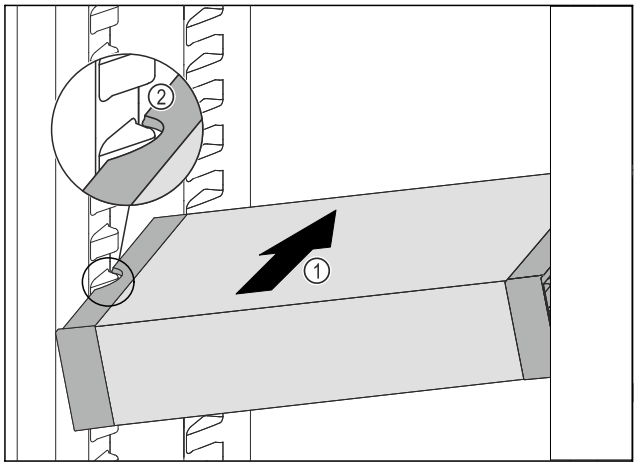

Fig. 169
▶ 将 VarioSafe 斜插入冷藏区中 *Fig. 169 (1)*，直至 VarioSafe 的 侧部凹槽 *Fig. 169 (2)* 与冷藏区中的容器肋梁持平。